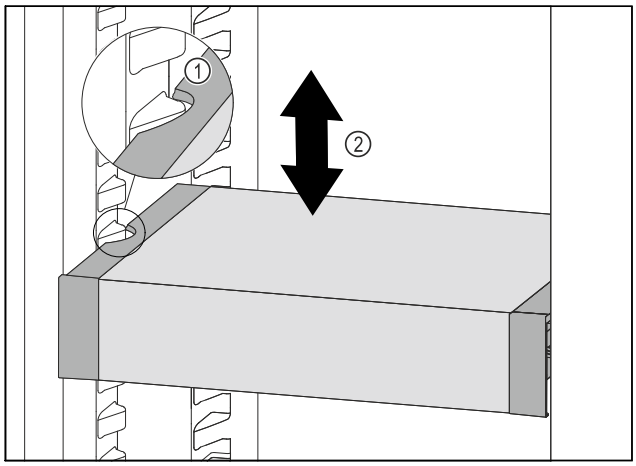

Fig. 133
- ▶ Pull VarioSafe forwards until the recesses in the side of the VarioSafe are at the level of the support rib in the refrigerator compartment. *Fig. 133 (1)*
- ▶ Move VarioSafe up or down in the refrigerator compartment until the desired height is reached. *Fig. 133 (2)*